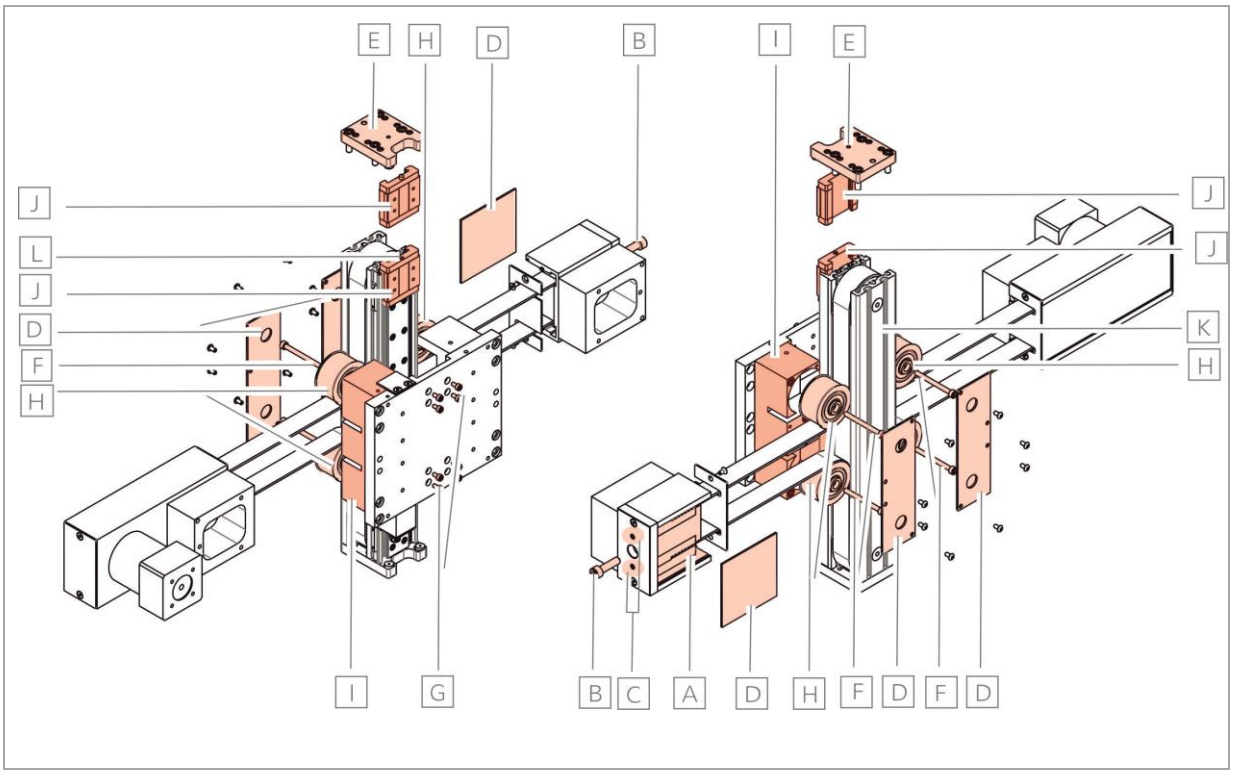

Figure 35 Exchange guide carriages/guide rail/toothed belt(module 60/33 ZOM)
(1) Mark position of the belt fastener (see [A] in Figure 35, 49) and clamping screw [B] (remember).
(2) Relieve toothed belt, but do not misadjust the two counter-thread pins [C].
(3) Disassemble covering parts [D].
(4) Release and remove the belt fastener [A].
(5) Disassemble one of the two end plates [E].
(6) Disassemble the screws [F] for deflector rollers [H] .
(7) Remove screws [G].
(8) Remove the basic body [K] at the same time as the deflector rollers [H].